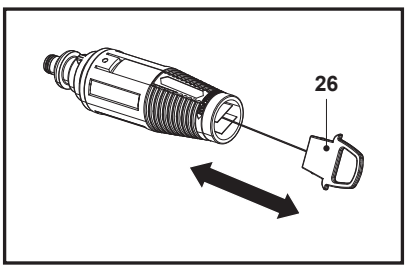

Fig. 22
2. Quite la suciedad de la boquilla con la aguja de limpieza (26) (Fig. 22).